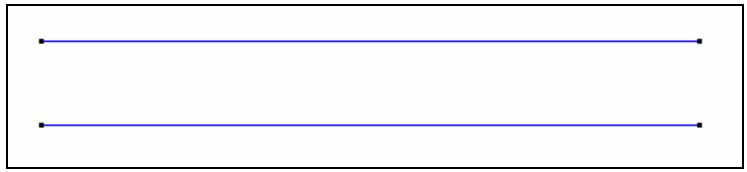

Figure 2
6. Again, choose **Line**. Draw a line between points (0, 25) and (200, 25). The result is shown in Figure 2.